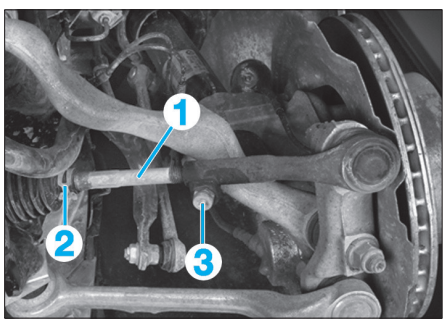

Fig. 2
• Le parallélisme se règle par l'allongement ou le raccourcissement de la longueur des biellettes de direction (1), en les tournant par leur empreinte hexagonale, après avoir desserré le collier (2) et l'écrou de serrage (3) **(Fig.2)**.